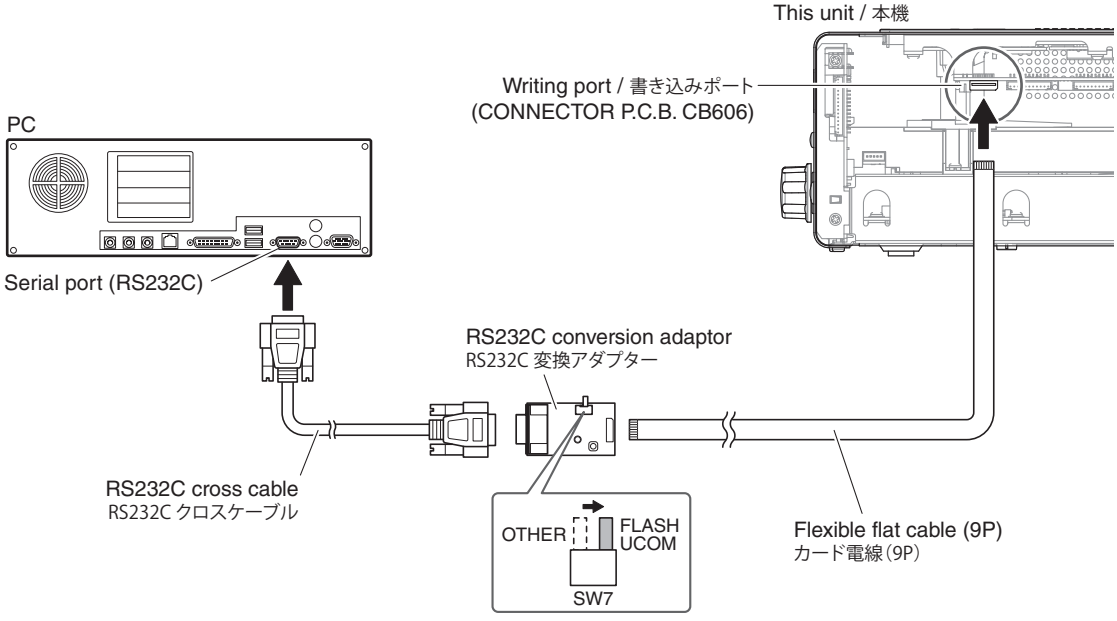

Fig. 1
- Connect the writing port (CB606 of CONNECTOR P.C.B.) of this unit to the serial port (RS232C) of the PC with RS232C cross cable, RS232C conversion adaptor and flexible flat cable as shown below. (Fig. 1)
- Set the switch (SW7) of RS232C conversion adaptor to the “FLASH UCOM” position. (Fig. 1)
- 本機の書き込み用ポート（CONNECTOR P.C.B. の CB606）と PC のシリアルポート（RS232C）を下記のように接続します。(Fig. 1)
- RS232C 変換アダプターのスイッチ（SW7）を “FLASH UCOM” 側に設定します。(Fig. 1)